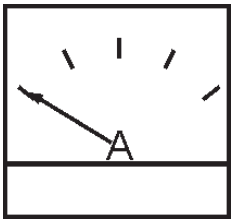

**Figura 51. Amperímetro (No carga)**
14. El amperímetro (Figura 51) indicará cero amperios sin carga aplicada. Cuando la carga es aplicada, el amperímetro indicará la cantidad de corriente que la carga es extraída del generador.